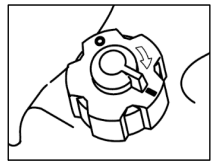

Figure 33
1. Turn on the fuel stopcock to position “**I**”, Figure 33.